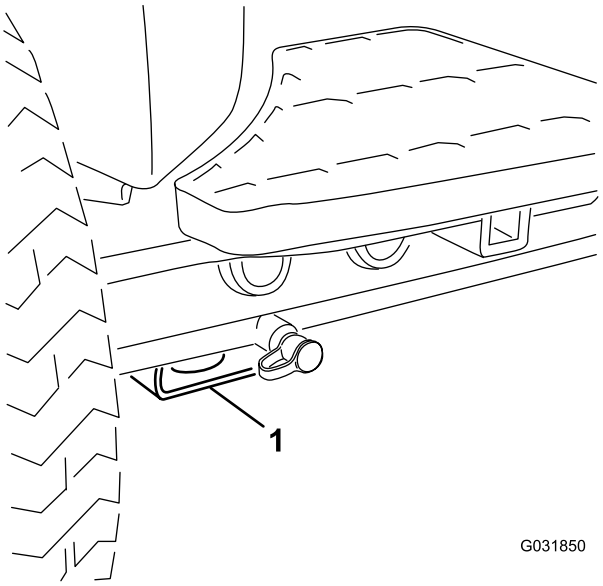

Figura 37
- Delantero – bloque rectangular, debajo del tubo del eje, al interior de cada rueda delantera (Figura 37).